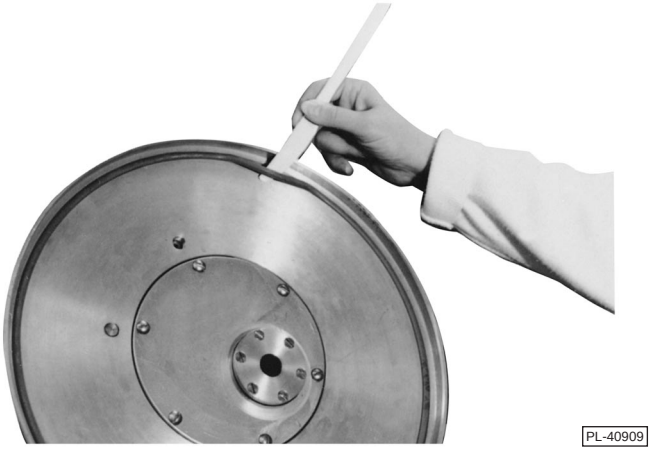

Fig. 26
2. Remove the O-ring from the underside of the kettle lid by prying it loose at one point with a plastic knife (Fig. 26) or other blunt thin tool. Avoid slicing or gouging the O-ring. Wash the O-ring separately in warm soapy water, then rinse thoroughly and dry with a soft clean cloth. **CAUTION: Never use a metallic or sharp instrument to remove or insert the O-ring.**